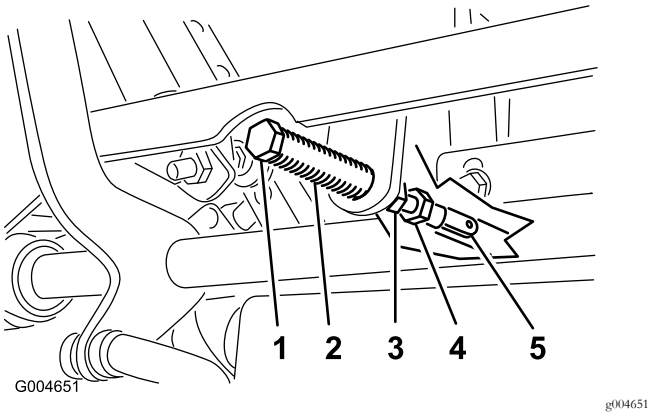

Figuur 54
5. Trek de hendel naar achteren totdat de gaffelpen (op de arm boven de draaias) contact maakt met het uiteinde van de sleuf (en net druk op de veer begint uit te oefenen); zie Figuur 54.
7. Als de rijhendel moet worden afgesteld, draait u de moer en de contramoer tegen de gaffel (Figuur 54).
8. Oefen een lichte achterwaartse druk uit op de rijhendel en draai de kop van de stelbout in de juiste richting totdat de rijhendel in de VERGRENDELDE NEUTRAALSTAND is gecentreerd (Figuur 54).
9. Draai de moer en de contramoer vast (Figuur 54).
10. Draai de contramoeren op de kogelverbindingen vast (Figuur 54).